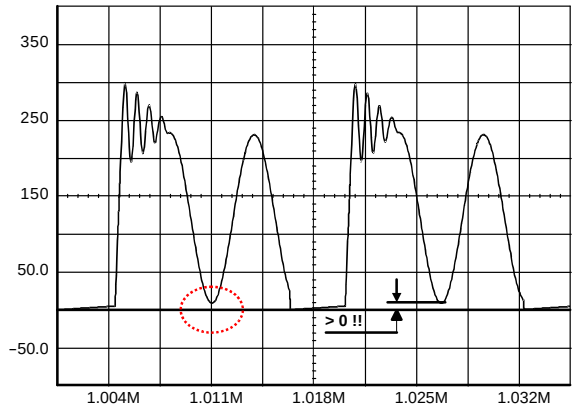

Figure 45. The Drain−Source Wave Shall Always be Positive
1. The lateral MOSFET body−diode shall never be forward biased, either during start−up (because of a large leakage inductance) or in normal operation as shown in Figure 45. This condition sets the maximum voltage that can be reflected during t_{off}. As a result, the Flyback voltage which is reflected on the drain at the switch opening cannot be larger than the input voltage. When selecting components, you thus must adopt a turn ratio which adheres to the following equation:
Figure 47a: the simple capacitor limits the voltage according to the lateral MOSFET body–diode shall never be forward biased, either during start–up (because of a large leakage inductance) or in normal operation as shown by Figure 45. This condition sets the maximum voltage that can be reflected during t_{off}. As a result, the flyback voltage which is reflected on the drain at the switch opening cannot be larger than the input voltage. When selecting components, you must adopt a turn ratio which adheres to the following equation *eq. 5*. This option is only valid for low power applications, e.g. below 5 W, otherwise chances exist to destroy the MOSFET. After evaluating the leakage inductance, you can compute C with (eq. 6). Typical values are between 100 pF and up to 470 pF. Large capacitors increase capacitive losses…